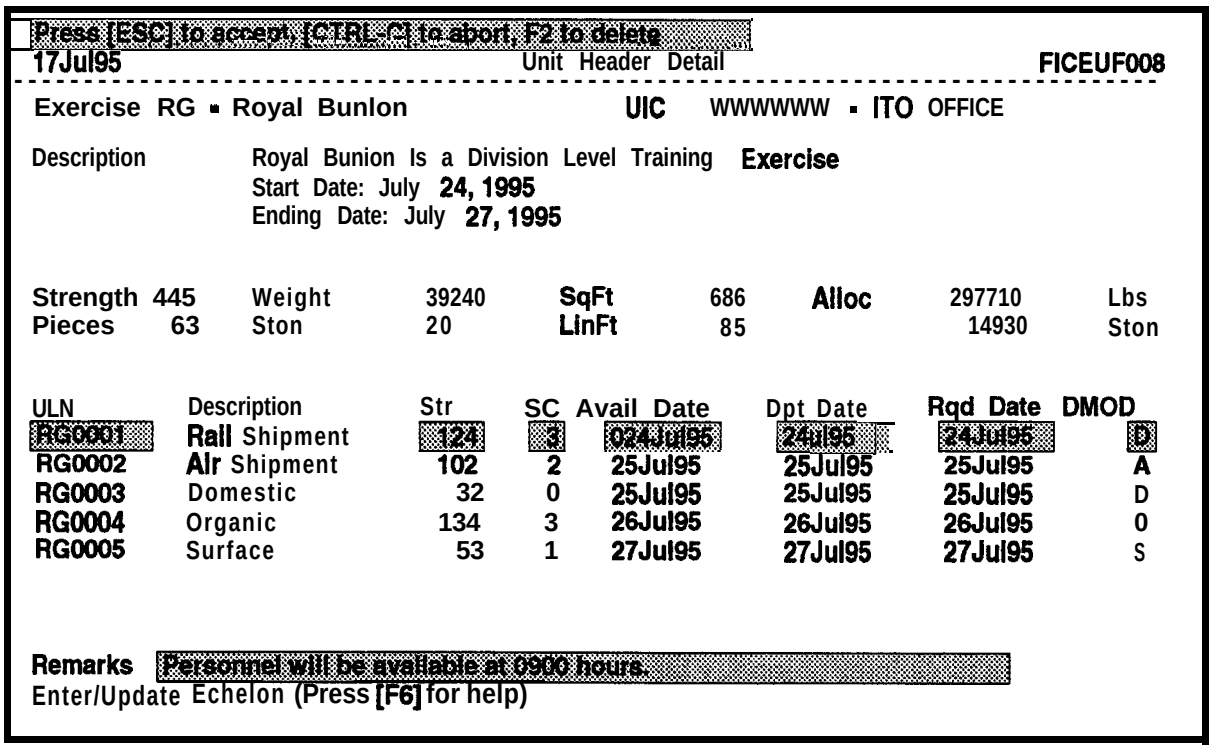

Figure 5-19. Unit Header Detail Screen for an Equipment List with ULNs
b. Select the **Header** option. The Unit Header Detail screen will be displayed, as shown in Figure 5-19, with the basic data for the TDC you selected. The cursor will be in the Echelon/ULN field, depending upon whether this TDC included Echelons or ULNs.
b. Select the **Header** option to display the Unit Header Detail screen as shown in Figure 5-19 (page 5-44), with the basic data for the TDC you selected. The cursor will be in the **Echelon/ULN** field, depending upon whether this TDC has Echelons or **ULNs.**
b. Select the Header option. The Unit Header Detail screen will be displayed, as shown in Figure 5-19 (page 5-44), with the basic data for the TDC you selected. The cursor will be in the Echelon/ULN field, depending upon whether this TDC included Echelons or ULNs.
(2) Select **the Header** option. The Unit Header Detail screen will be displayed, as shown in Figure 5-19 (page 5-44), with the basic data for the TDC you selected. The cursor will be in the **Echelon/ULN** field, depending upon whether this TDC included Echelons or ULNs.